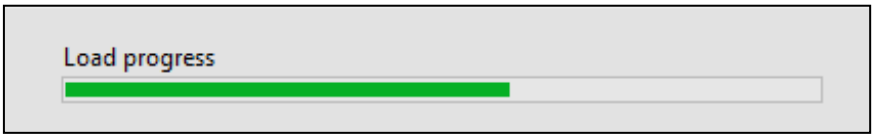

Figure 4-5: PRO monitor load progress window
d. After **"Load data from monitor"** button is pushed a window as shown in the Figure 4-5 opens indicating that Upload is in progress from PRO monitor to CRA SW.